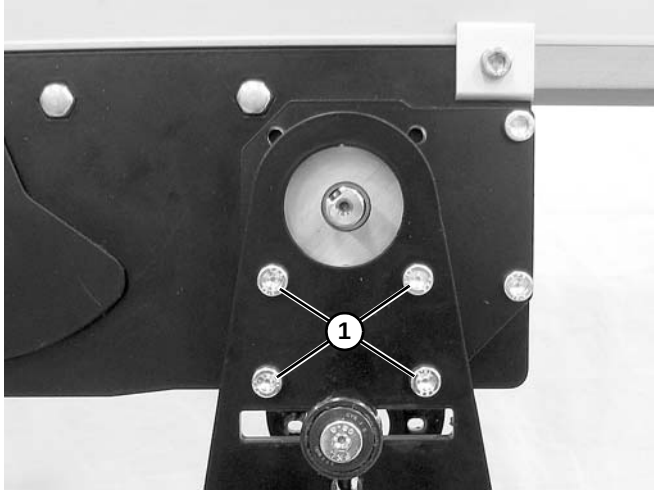

Abbildung 37
Abbildung 37 *zeigt einen vertikal montierten Getriebemotor. Ein horizontal montierter Getriebemotor ist vergleichbar.*
3. Vier Befestigungsschrauben **(Abbildung 37, Teil 1)** abmontieren und Getriebemotor abnehmen.